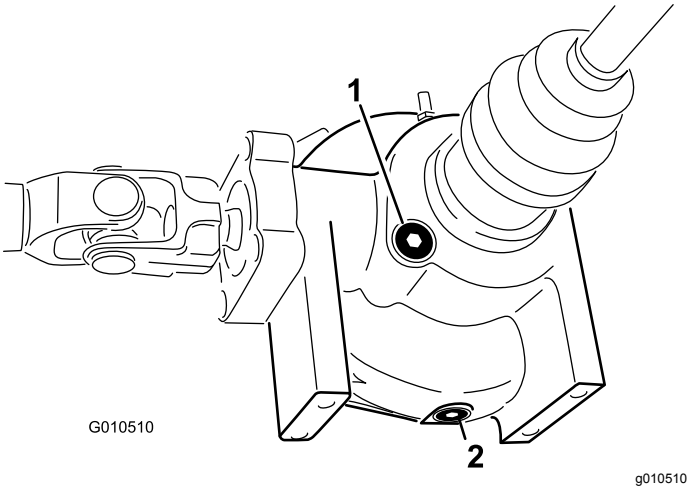

Rysunek 52
2. Oczyść obszar wokół korka spustowego z boku mechanizmu różnicowego (Rysunek 52).